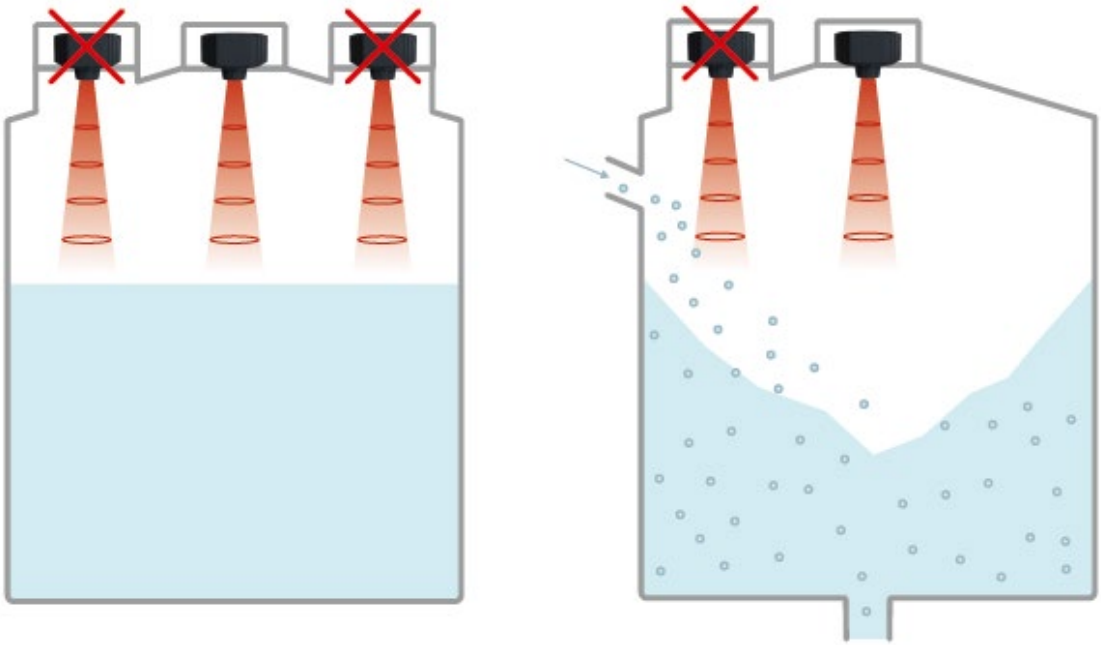

Рис. 6. Рекомендуемые места установки датчика
- Установите датчик таким образом, чтобы поток жидкостей или сыпучих материалов при их загрузке/выгрузке НЕ попадал в зону измерения датчика (Рис. 6).